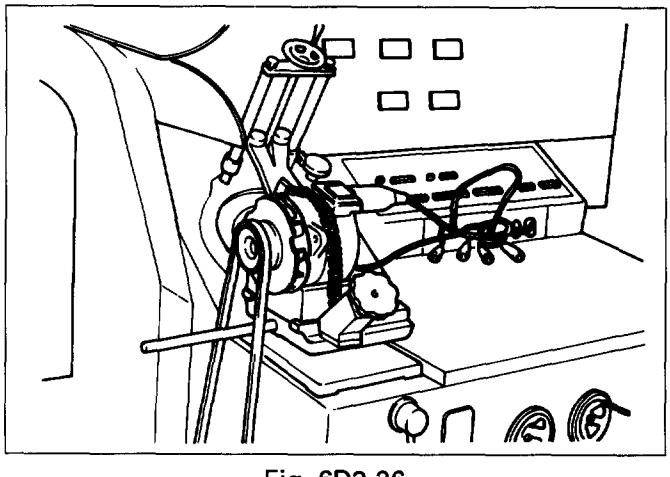

Fig. 6D3-26
1. Secure generator to the bench test equipment and connect wires. (Fig. 6D3-26)